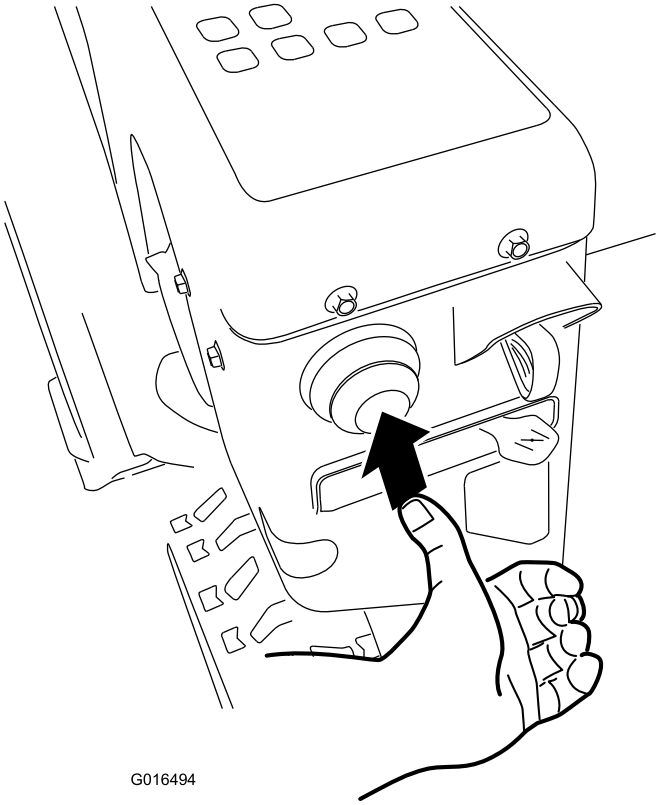

Figur 27
4. Tryk spædepumpen godt ind 3 gange med tommelfingeren, idet du hver gang trykker et sekund, før du slipper (Figur 27).